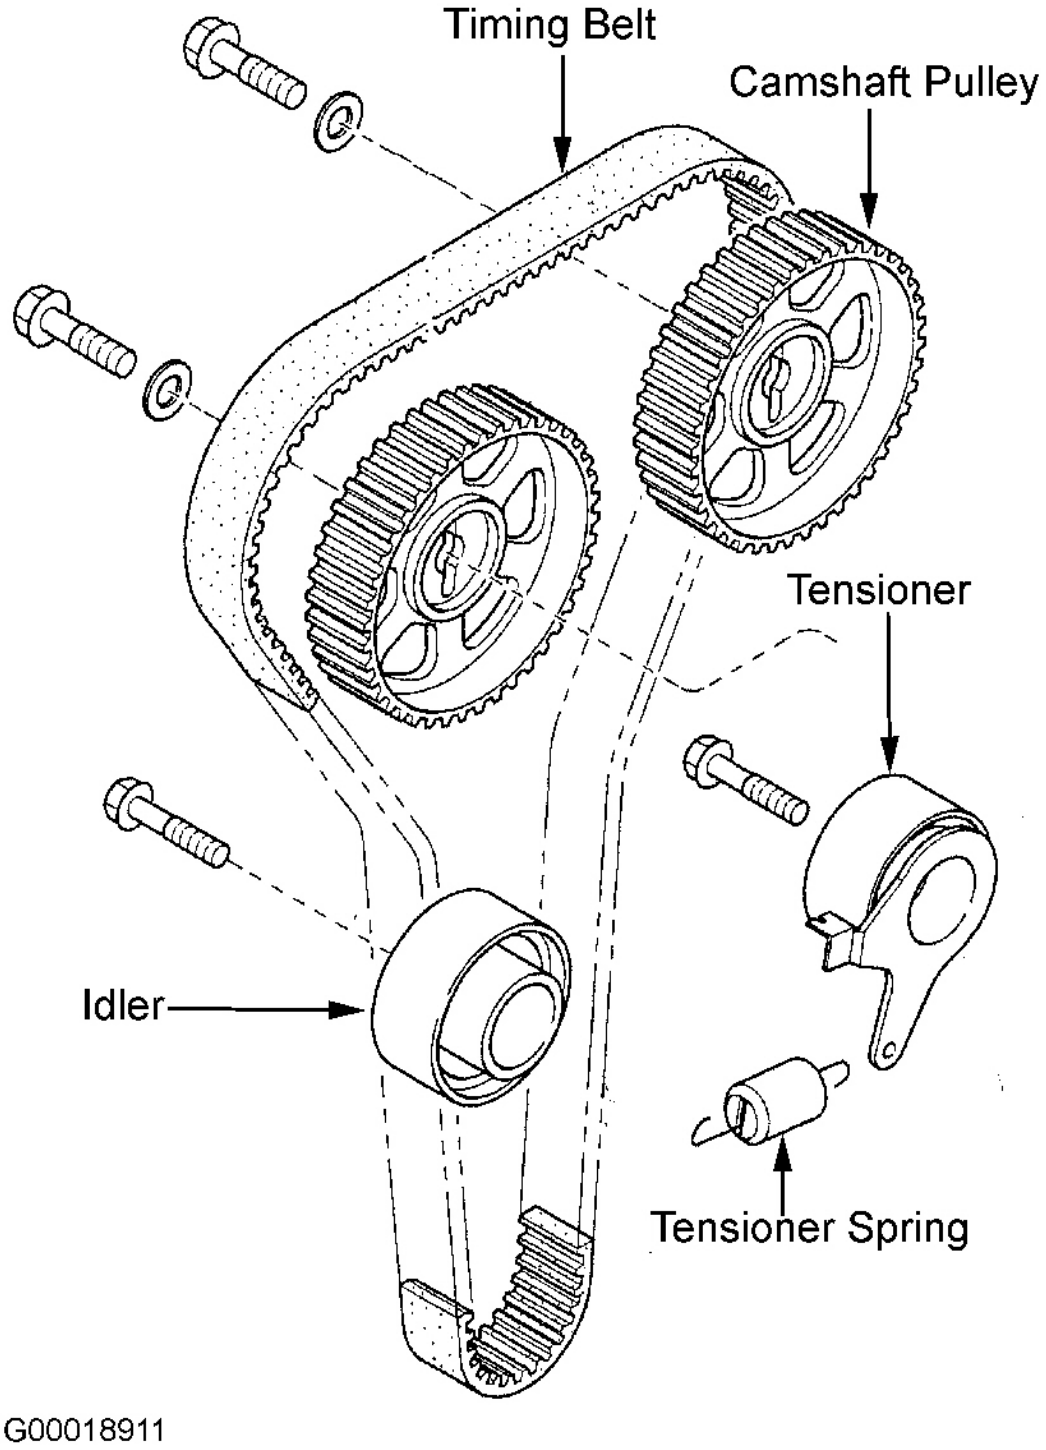

Fig. 5: Localización de Correa dentada Componentes
4. Aflojar tensor de polea pestillo de la cerradura. Ver Fig. 5 . Mientras que la protección de la correa de distribución con un trapo, retire polea del tensor. Si la correa es para ser reutilizado, dirección marca de temporización de la rotación de la correa para la reinstalación adecuada. Retire la correa de distribución.